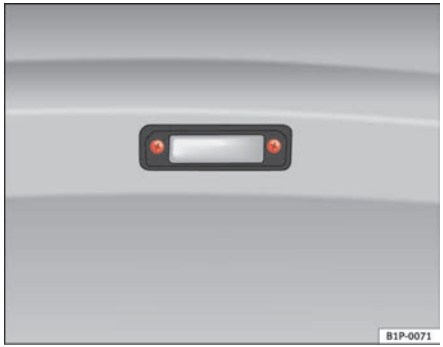

Fig. 195 Registration light
– To remove the tulip-shaped fitting, unscrew the bolts ⇒ fig. 195.